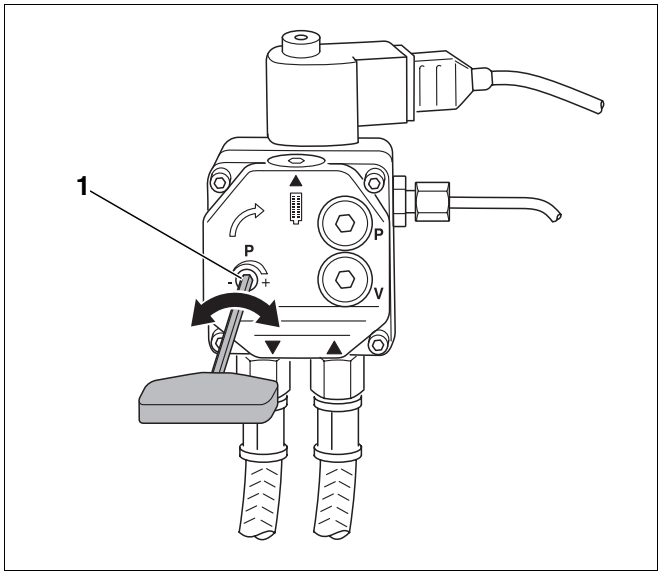
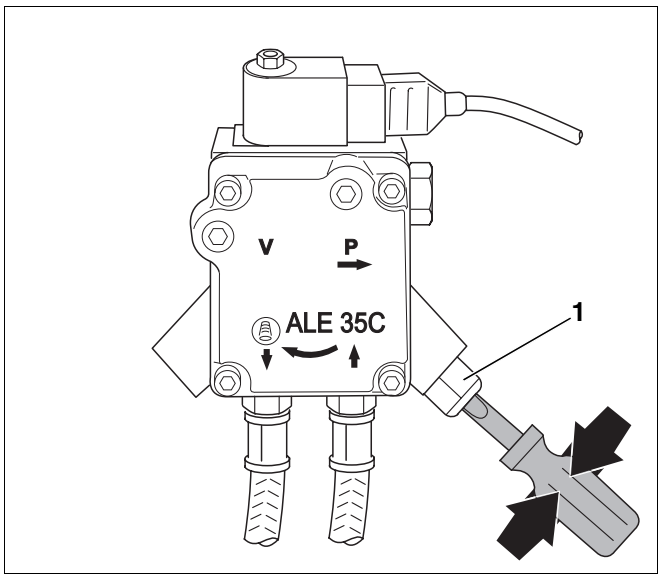

Afb. 23 Druk instellen – oliepomp Danfoss
Afb. 24 Druk instellen – oliepomp Suntec
Wanneer u lichtjes draait aan de drukregelschroef (afb. 23, **pos. 1** of afb. 24, **pos. 1**), wijzigt u de druk van de oliepomp en zodoende het CO_2-gehalte.